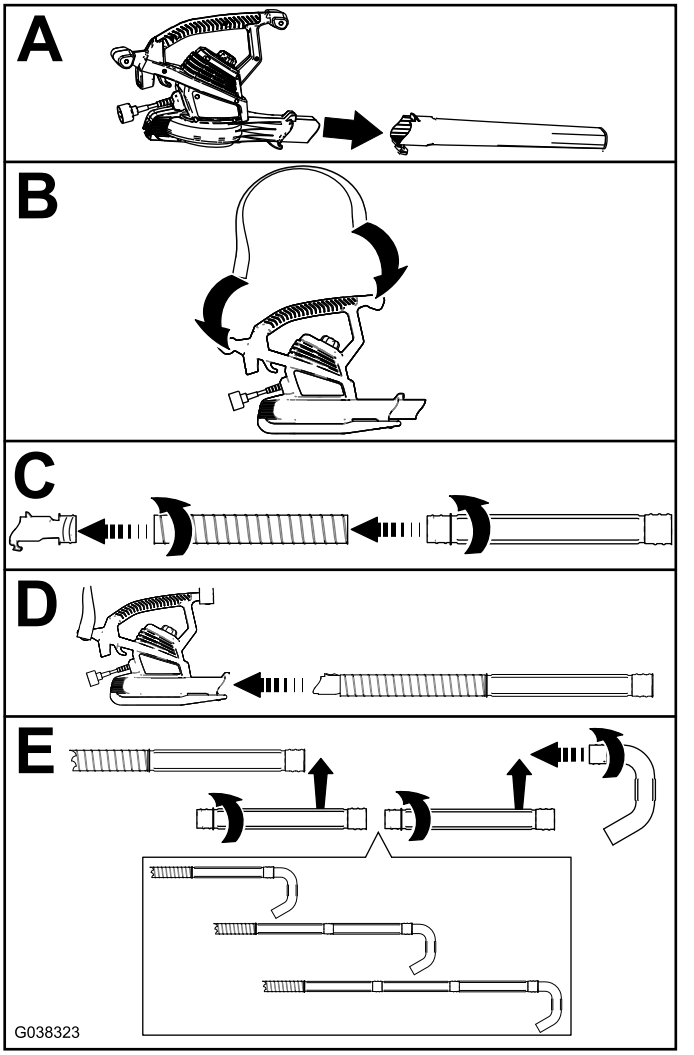

Figura 3
4. Montate il tubo flessibile e i tubi di prolunga sul collare, come illustrato in C ed E della Figura 3.